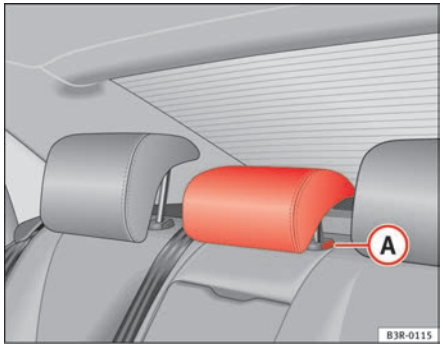

Fig. 112 Centre rear seat: Head restraints
– Press button (A) ⇒ fig. 112 and lower the head restraint.
– Press button (A) ⇒ fig. 112 and pull out the head restraint.